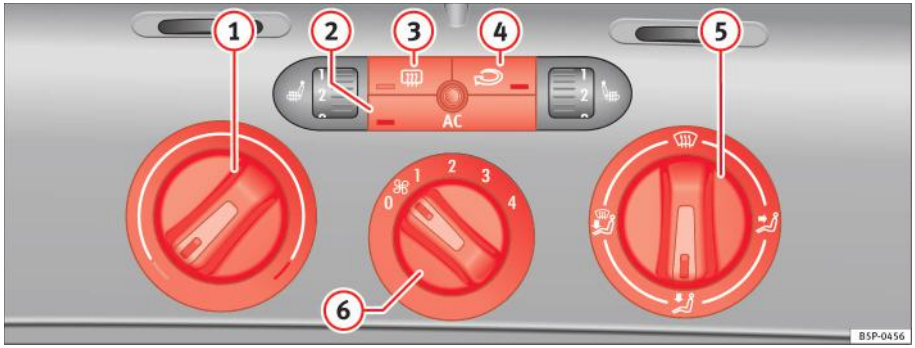

Fig. 106 Pe planșa de bord: Butoanele sistemului de climatizare Climatic
– Folosind comenzile de reglare ⇒ fig. 106 (1), (5) şi (6), puteți seta temperatura, distribuția aerului şi turația aerotermei.
– Pentru activarea sau dezactivarea unei funcții, apăsați butonul corespunzător (2), (3) sau (4). Când funcția este activată, ledul din colțul de jos al butonului se aprinde.
(1) Selectorul de temperatură ⇒ pagina 155
(2) Butonul AC – Pentru activarea/dezactivarea sistemului de încălzire, ventilație şi climatizare ⇒ pagina 155
(3) Butonul – Luneta încălzită. Încălzirea va fi dezactivată automat la aproximativ *20 de minute* după activare. Poate fi dezactivată mai înainte prin apăsarea butonului.
(4) Butonul – Modul de recirculare a aerului ⇒ pagina 157
(5) Butonul pentru controlul distribuției aerului ⇒ pagina 155
(6) Comutatorul pentru aerotermă. Există patru trepte de viteză pentru fluxul de aer. În timpul deplasării cu viteză mică, fluxul de aer trebuie reglat la viteza cea mai redusă.
– Porniți climatizarea utilizând butonul ⇒ pagina 154, fig. 106 (AC).